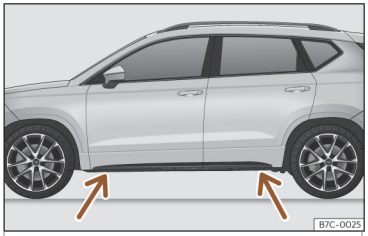

Fig. 35 Puntos de apoyo del gato.
- Busque en el larguero la marca del punto de apoyo del gato (zona hundida) más cercano a la rueda a cambiar››› **fig. 35**.